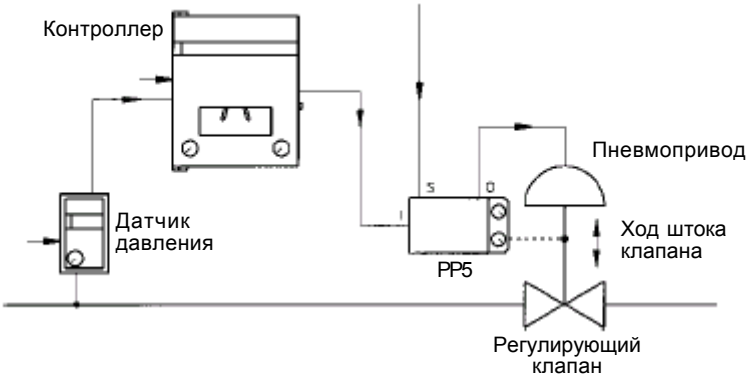

Рис. 1 Система регулирования с регулирующим клапаном, оснащенным пневмо-пневматическим позиционером PP5
2. Основные характеристики и принцип действия *(Рис. 1 - 3)*